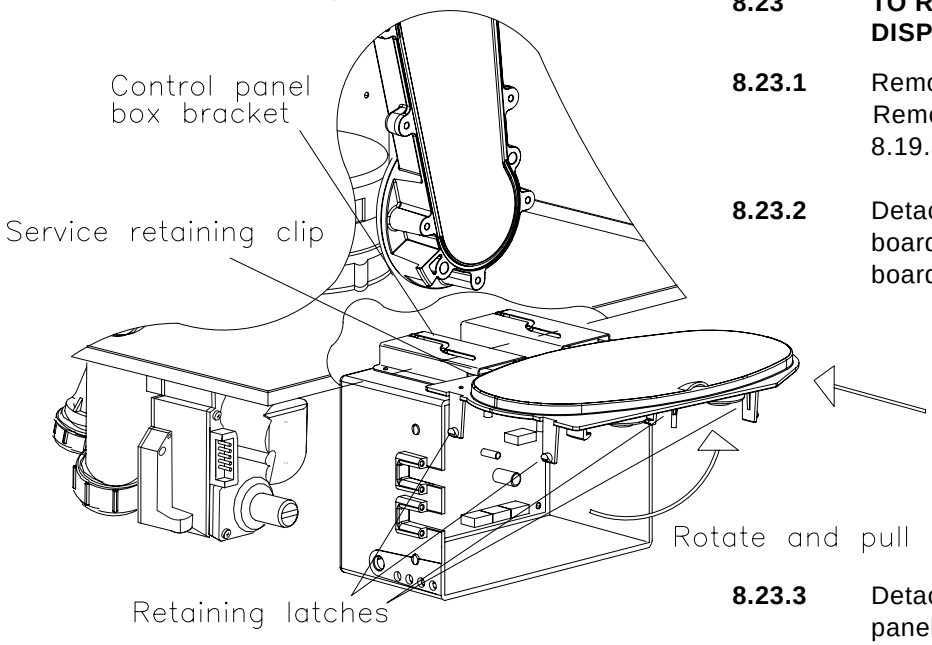

Fig.56
8.19.3 Rotate the instrument panel and put it in the service retaining clip instrument panel box bracket (Fig. 56).